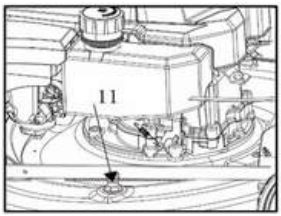

Abb. 26
2. Führen Sie die Deckreinigung mit Wasser auf ebenem Untergrund und guter Entwässerung durch. Schließen Sie einen Gartenschlauch am Wasseranschluss (11) des Mäherdecks an (Abb. 26).
4. Ziehen Sie den Bremshebel (3) und halten Sie ihn am oberen Griff (2), dann ziehen Sie leicht am Startergriff (28), um den Motor und das Schneidmesser (30) zu starten.
5. Stoppen Sie den Motor, indem Sie den Bremshebel (3) loslassen, sobald kein schmutziges Wasser oder keine Verunreinigungen mehr von der Unterseite des Geräts abfließen.